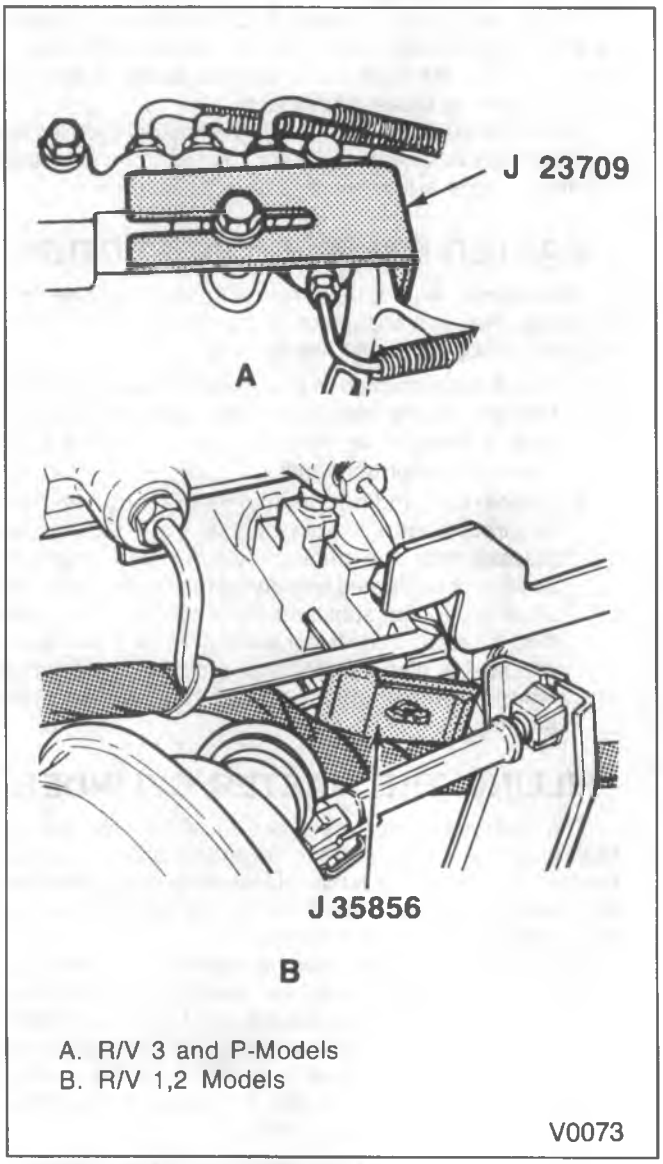

Figure 1—Using Combination Valve Depressor
2. Use J 35856 or J 32709 to depress and hold the valve stem on the combination valve during the bleeding operation (figure 1).